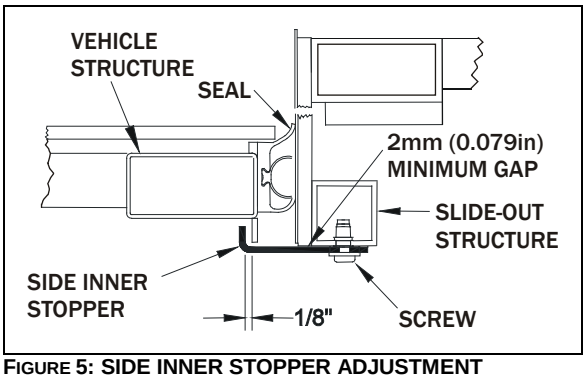

FIGURE 5: SIDE INNER STOPPER ADJUSTMENT
1. Adjust the side inner stoppers at 1/8" from the vehicle side structure keys, and tighten the screws. Make sure there is a minimum gap of 2mm (0.079”) between the side inner stopper and the side window pane (Figure 5). Use shim as required.